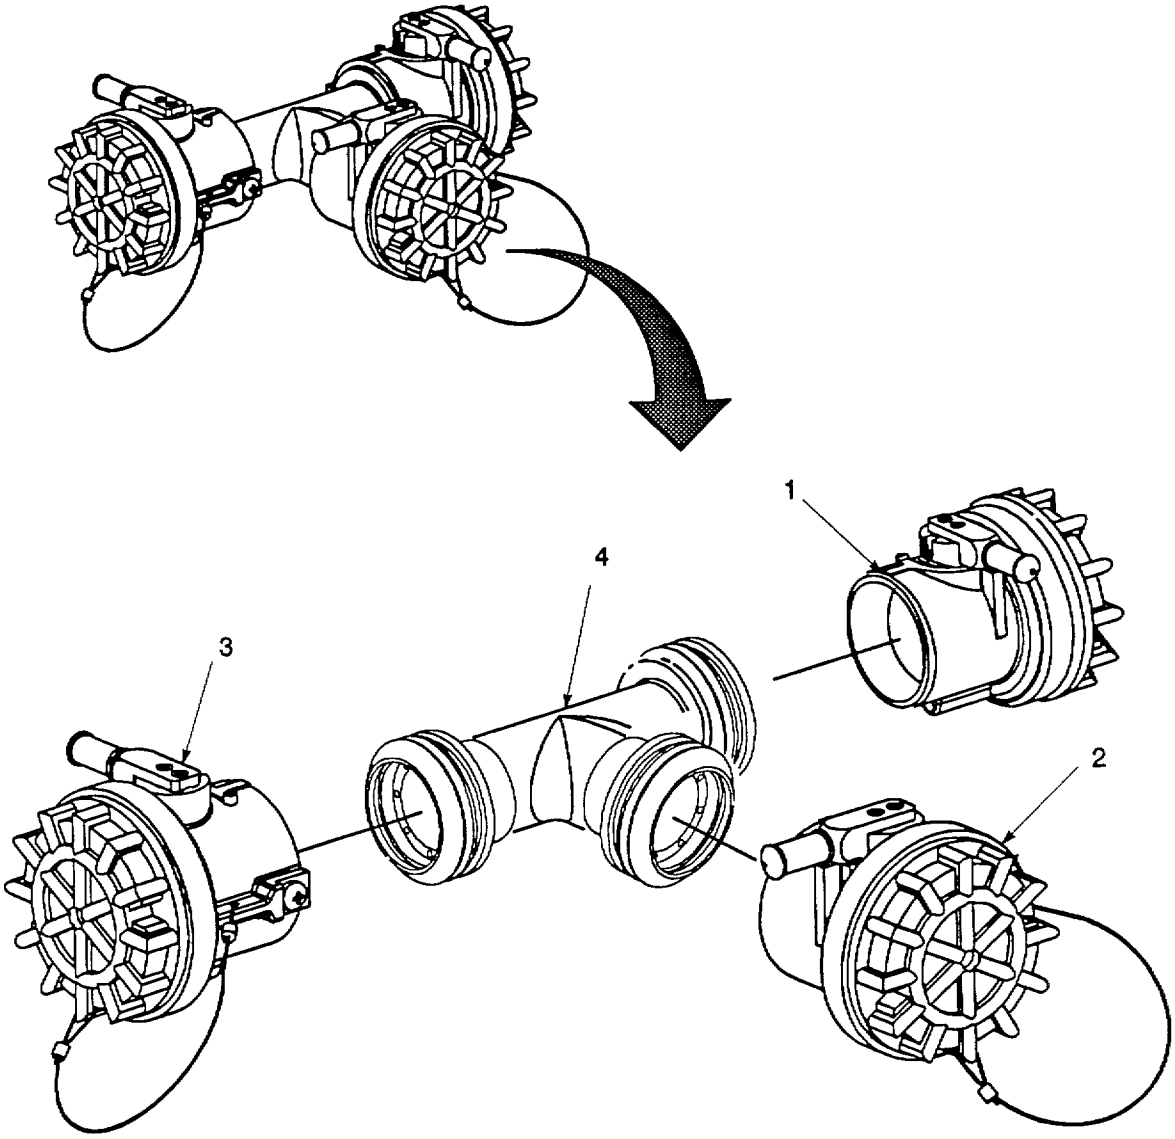

Figure 4-20. Tee Assembly Repair.
a. Disassembly. Refer to figure 4-20.
(1) Remove valved dry break coupling (1) from tee body (4) (para 4-14).
(2) Remove valved dry break coupling (2) from tee body (4) (para 4-14).
(3) Remove valved dry break coupling (3) from tee body (4) (para 4-14).
c. Inspection. Refer to figure 4-20.
(1) Inspect valved dry break coupling assemblies (1, 2 and 3) for cracks, corrosion and damaged coupling bodies. Check sealing surfaces for scratches.
(2) Inspect tee body (4) for cracks, splits, pitting, and corrosion.
d. Repair. Refer to figure 4-20.
(1) Replace damaged or defective tee body (4).
(2) Repair valved dry break coupling assemblies (1 and 2) in accordance with para 4-18.
e. Assembly. Refer to figure 4-20.
(1) Install valved dry break coupling (1) on tee body (4) (para 4-14).
(2) Install valved dry break coupling (2) on tee body (4) (para 4-14).
(3) Install valved dry break coupling (3) on tee body (4) (para 4-14).
(4) Install tee assembly in fuel system (para 3-4b).